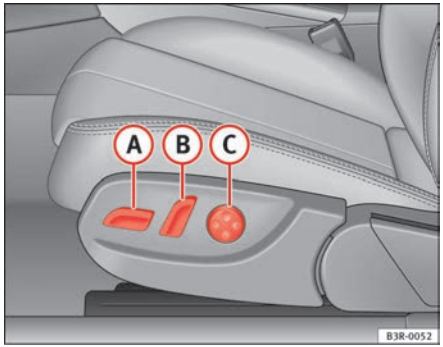
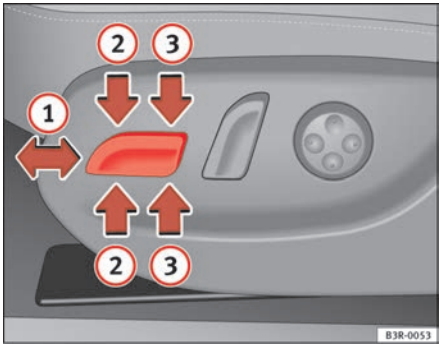

Fig. 105 Front seat: Adjuster controls
Fig. 106 Front seat: Seat adjustment switches
– Press switch (A) ⇒ fig. 105 forwards or backwards (1) ⇒ fig. 106 ⇒ ⚠.